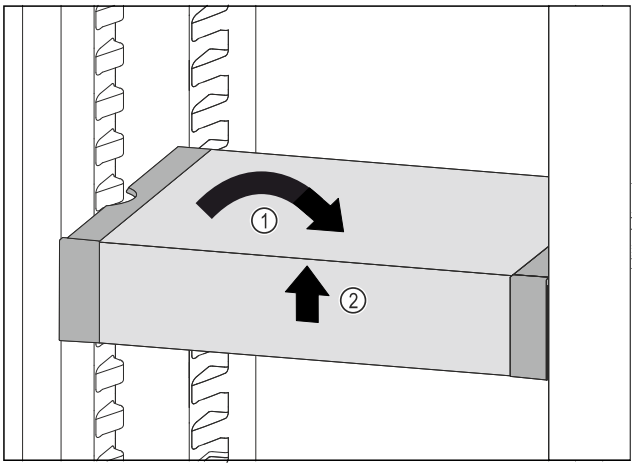

Fig. 169
▶ Set VarioSafe straight. *Fig. 169 (1)*
▶ Lift VarioSafe at the front. *Fig. 169 (2)*